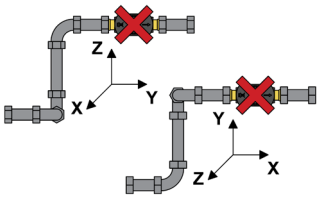

Fig.4
4. Ne positionnez pas le débitmètre immédiatement en succession d'une double courbe orientée sur deux plans différents (***Fig.4***).